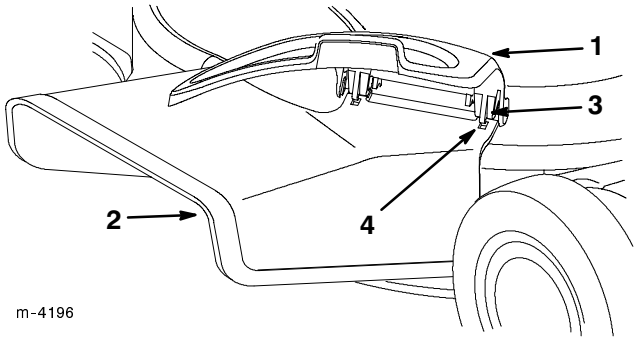

**Figure 39**
5. Lift up on the side opening cover (Fig. 39).
6. Slide the chute over the opening with the slots in the chute lined up with the tabs under the cover (Fig. 39).
3. Open the side opening cover and remove the side discharge chute (Fig. 39).